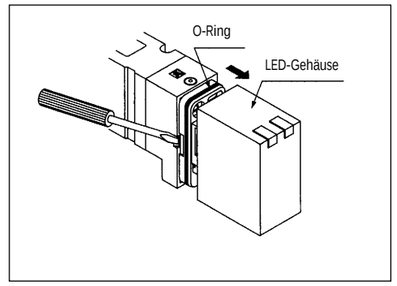

Abb. 25
Ausbau/Einbau LED-Gehäuse (Abb. 25)
1. Zunächst das LED-Gehäuse abbauen (Abb. 25). Anschliessend die Schrauben lösen, mit denen das Ventil an der Piloteinheit befestigt ist.